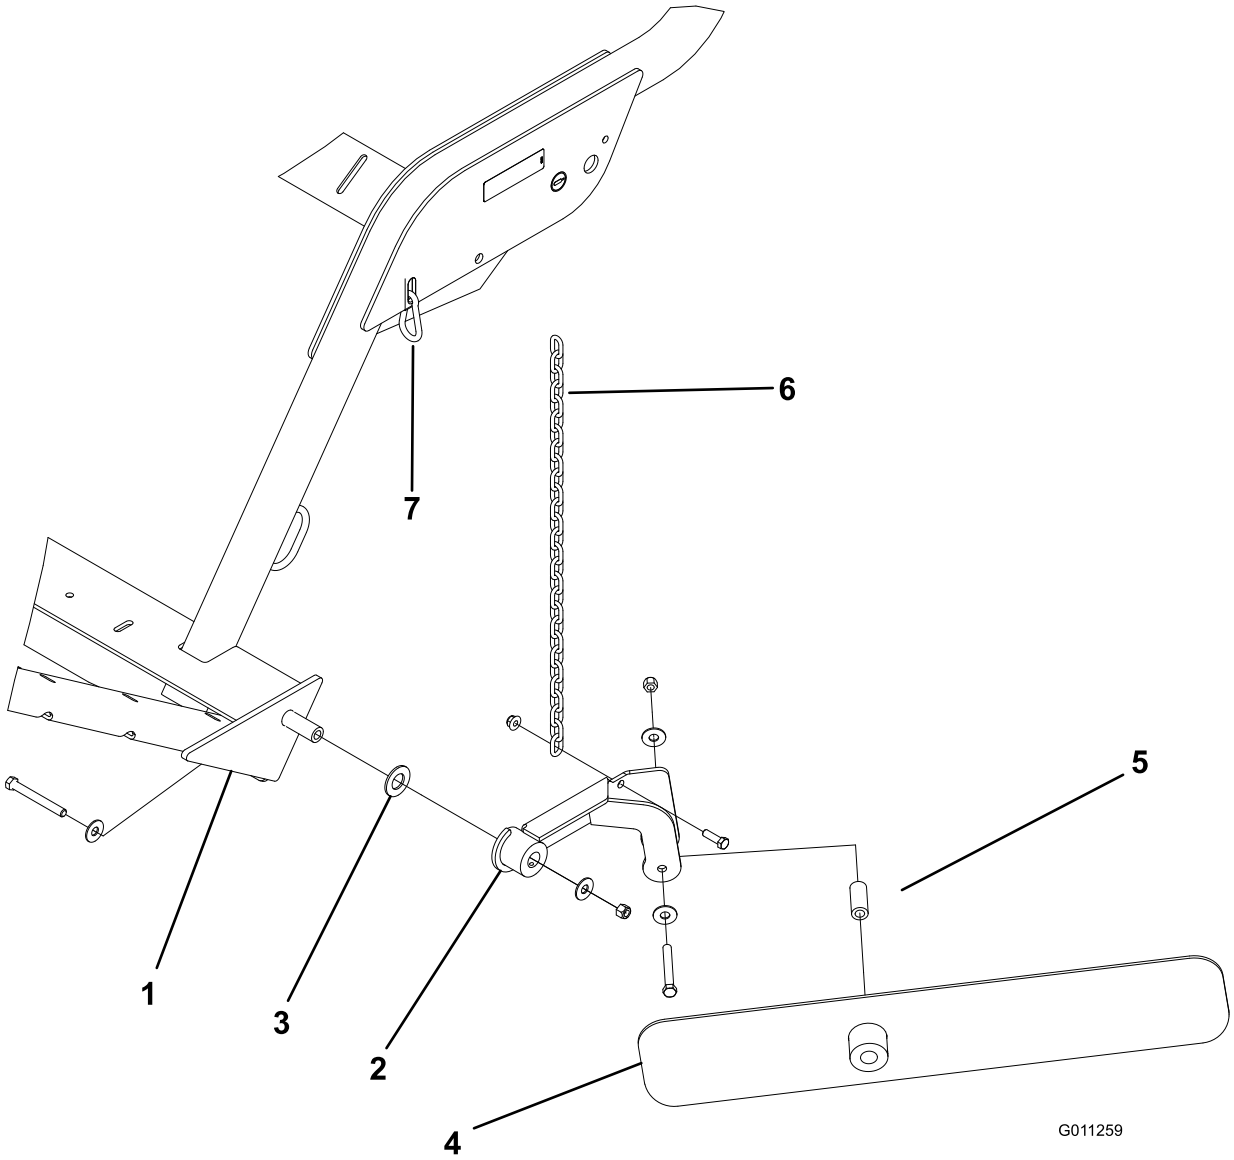

Figur 15
1. Fastgør knivenheden på den venstre ende af fejemaskinens stel med en bolt på 7/16 x 2-1 tommer, (2) små spændeskiver, en stor spændeskive og en låsemøtrik. Placer komponenterne som vist i Figur 15.
2. Fastgør skårlægningsenheden på monteringsenheden med en bolt på 7/16 x 3-1/4 tommer, (2) flade spændeskiver, en afstandsklods og en låsemøtrik. Saml komponenterne som vist i Figur 15. Den længste ende af kniven skal placeres væk fra fejemaskinen.
3. Fastgør kæden til kniven med en bolt på 3/8 x 1-1/4 tommer og møtrik (Figur 15).
4. Fastgør den anden ende af kæden til rillen i stellet med låseringen (Figur 15). Der bør være noget slæk i kæden, når den er tilsluttet.